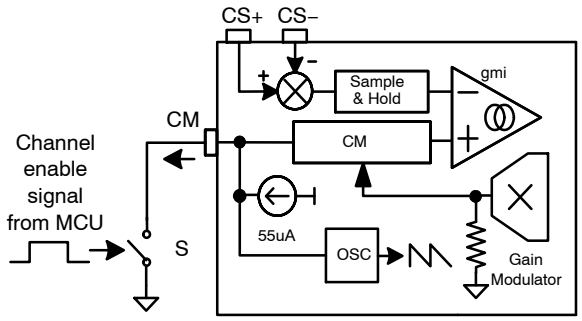
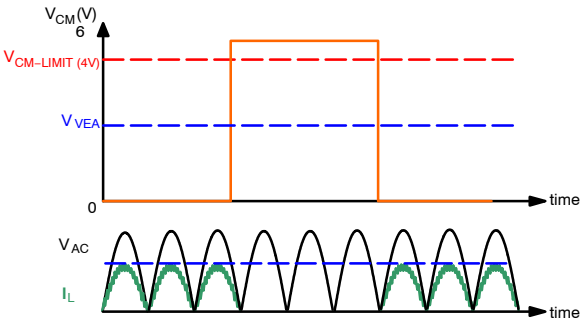

Figure 14. Channel Management by MCU
Figure 15. Channel Management by MCU
Channel Management (CM) function can also be accessed by an MCU through the connection shown in Figure 14. CM pins have internal pull−up current source. If V_{CM} > 4 V, the channel is disabled. To enable the channel, make V_{CM} = 0 V, as shown in Figure 15.